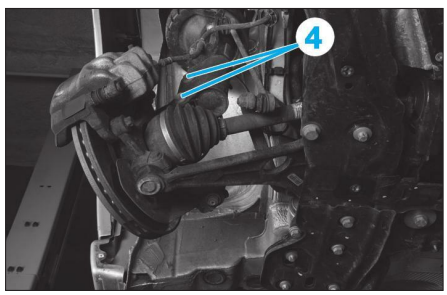

**Fig. 6**
• Désaccoupler la biellette de liaison (2) à l'aide d'un extracteur de rotule adapté.
- la vis de maintien du flexible de frein (3),
- les vis de fixation de l'élément de suspension sur le pivot (4) **(Fig.6)**.